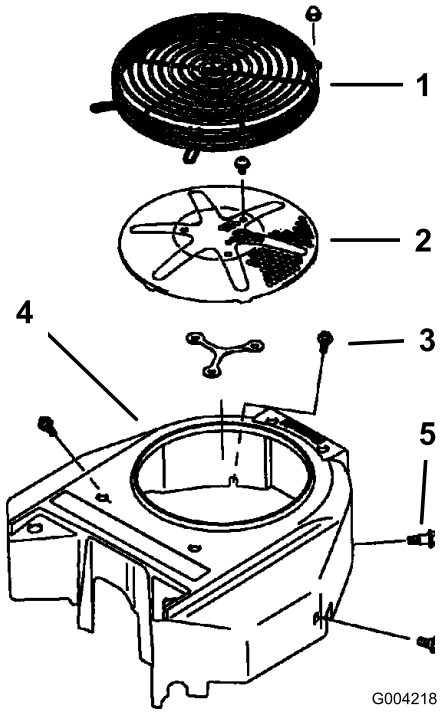

**Figur 69**
Før hver brug skal eventuelt ophobet græs, snavs eller andet affald fjernes fra motorgitteret. Dette sikrer tilstrækkelig køling og korrekt motoromdrejningstal, hvilket mindsker risikoen for overophedning og mekanisk beskadigelse af motoren (Figur 69).
3. Fjern luftindtagsskærmen og dernæst tilbageslagsstarteren og ventilatorhuset (Figur 69).
5. Installer luftindtagsskærmen og dernæst tilbageslagsstarteren og ventilatorhus (Figur 69).